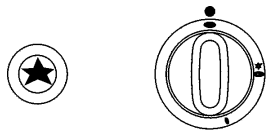

**AFB. 1**
De bedieningsknop voor de te gebruiken brander indrukken en tegen de klok in draaien tot de stand Maximum (grote vlam afb. 1) en een aangestoken lucifer tegen de brander houden.
De bedieningsknop voor de te gebruiken brander indrukken en tegen de klok in draaien tot de stand Maximum (grote vlam afb. 1) en vervolgens de ontstekingsknop “E” indrukken en weer loslaten.
De bedieningsknop voor de te gebruiken brander indrukken en tegen de klok in draaien tot de stand Maximum (grote vlam afb. 1) en vervolgens de helemaal indrukken.
Voor de branders voorzien van veiligheidsthermokoppel dient u de bedieningsknop voor de betreffende brander tegen de klok in te draaien tot de stand Maximum (grote vlam afb. 1) tot u een kleine weerstand voelt. Vervolgens drukt u de bedieningsknop in en herhaalt u de hierboven aangegeven handelingen.
- Zet de bedieningsknop op de stand Minimum (kleine vlam afb. 1), wanneer het kookpunt bereikt is.
- ***Het ontsteken van de branders met veiligheidsthermokoppels is alleen mogelijk wanneer de bedieningsknop op de stand Maximum (grote vlam afb. 1) staat.***